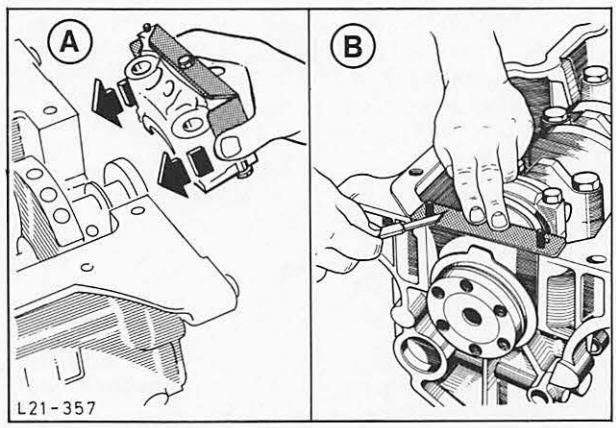

Abb. 61 A = Hinterer Hauptlagerdeckel mit Spezialwerkzeug 21-086 einsetzen
32. Am hinteren Hauptlagerdeckel seitliche Gummischnur mit Öl benetzt einsetzen, Lagerdeckel mit Spezialwerkzeug 21-086 leicht nach hinten geneigt in den Zylinderblock einführen, Abb. 61. Lagerdeckel mit beiden Schrauben befestigen. Überstand der Gummischnur oberhalb der Dichtfläche mit Hilfe einer Blechlehre (0,5 mm) abschneiden. (Blechlehre kann selbst angefertigt werden.)